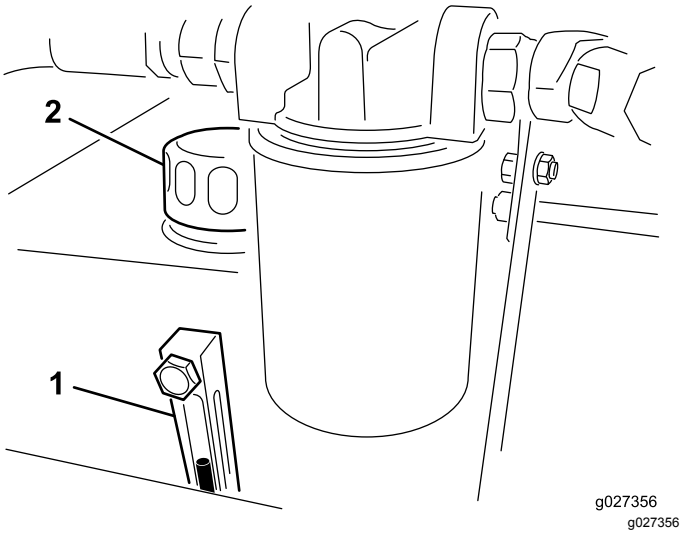

Figur 4
2. Kontrollera vätskenivån genom inspektionsglaset (Figur 4). Om vätskan når upp till mitten på inspektionsglaset finns det tillräckligt med vätska.